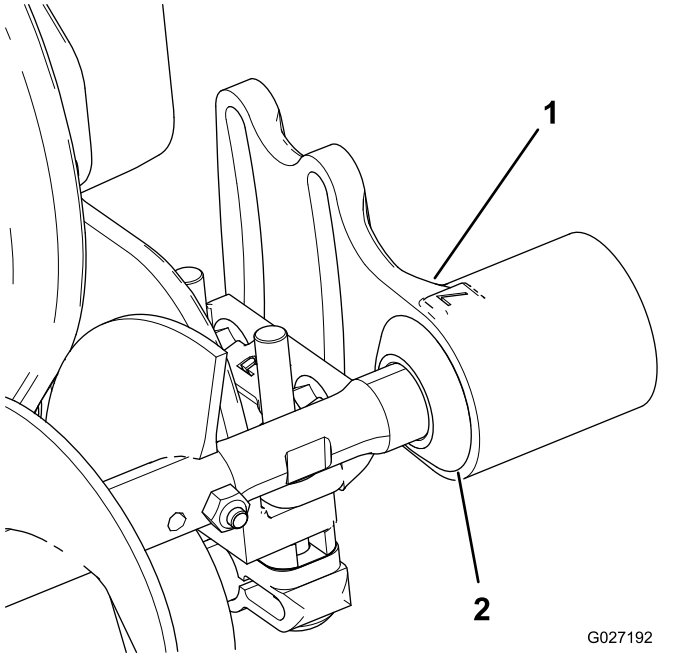

図 11
1. 各エクスクルーダシールを外側にずらし、シールのリップがそれぞれのベアリングハウジングに軽く接触するようにする図 11。